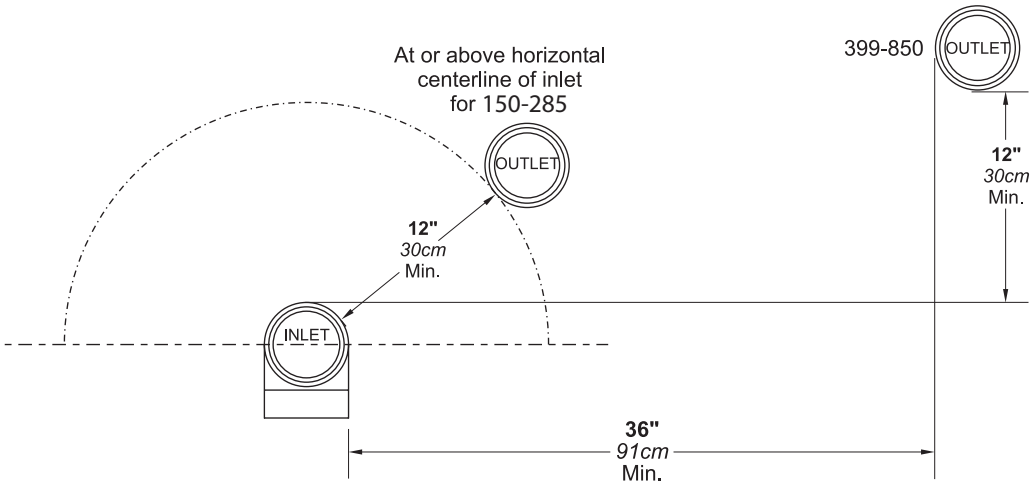

Figure 19. Minimum Venting Distance
5. Multiple vent kits should be installed such that the horizontal distance between the outlet group and the inlet group is 36” (90cm). (Figure 19.)